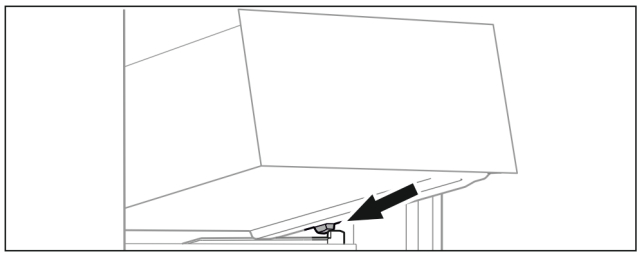

Fig. 73
- ▶ Schubfach schräg hinter den Stoppern auf Behälterrippe aufsetzen. (siehe Fig. 73)